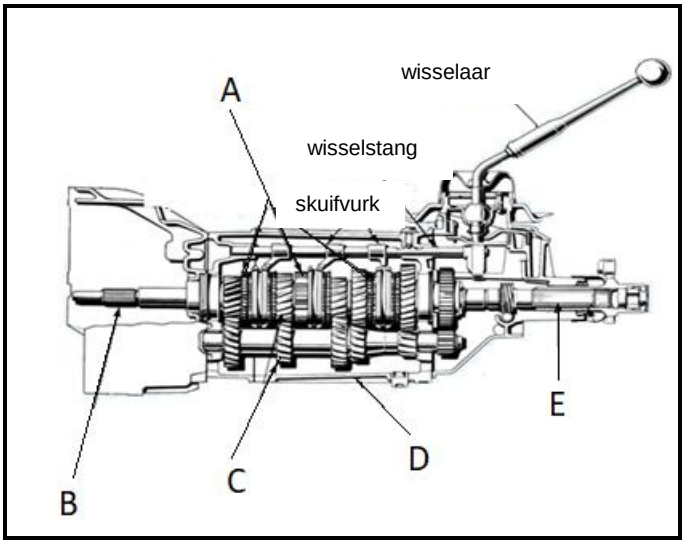

FIGUUR 3
2.5 Bestudeer FIGUUR 3 en voorsien byskrifte vir die verskillende dele van die ratkas, gemerk (A-E). Skryf slegs die antwoord langs die vraagnommer (A-E) in die ANTWOORDBOEK neer.